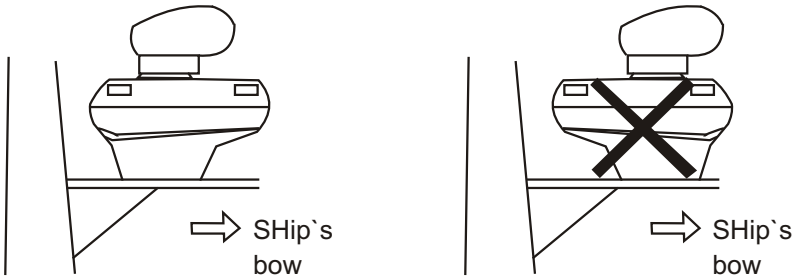

Figure 6-6 How to orient the antenna unit
3. Place the antenna bousing on the mounting platform and orient it as shown in Figure 6-6.